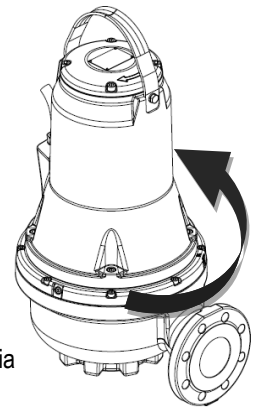

Rys. 10 Kierunek szarpnięcia
- Sprawdź, czy poziom cieczy jest powyżej silnika pompyw przypadku trybu pracy S1 lub powyżej wpustu kablowegow przypadku trybu pracy S3. Patrz: rys. 10. Nie uruchamiaj pompy, jeśli poziom minimalny nie został osiągnięty.
2. Załącz i wyłącz pompę, obserwując jej ruch (szarpnięcie). Przy prawidłowym podłączeniu pompa obraca się w kierunku ruchu wskazówek zegara, tj. szarpnięcie nastąpi w kierunku przeciwnym do kierunku ruchu wskazówek zegara.Patrz: rys. 10. Jeśli kierunek obrotów jest nieprawidłowy: zamień podłączenie dwóch faz zasilania elektrycznego.